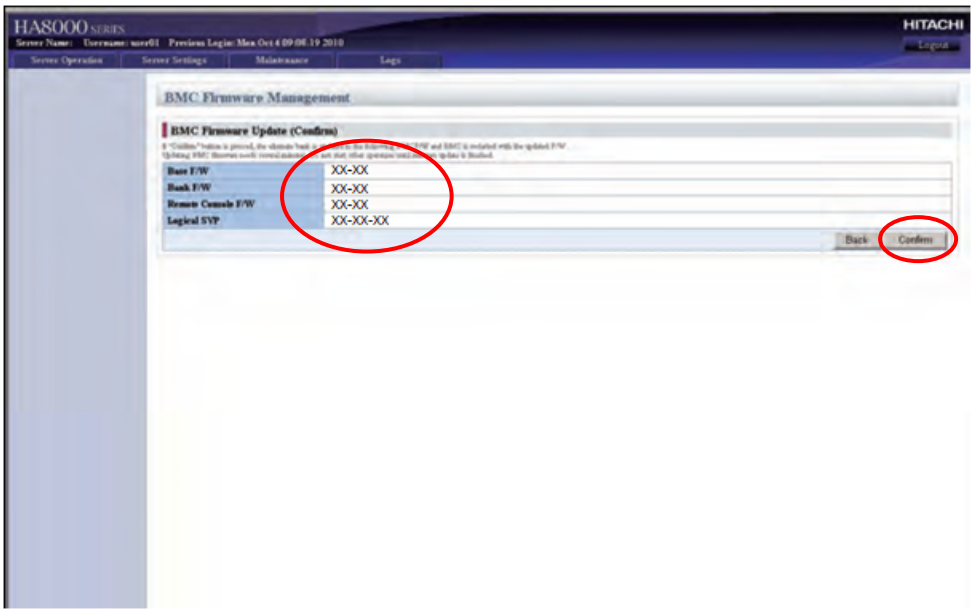

Figure B.2.2-8 BMC Firmware Management window 2
(15) BMC Firmware Management window 2 is displayed as shown in Figure B.2.2-8.